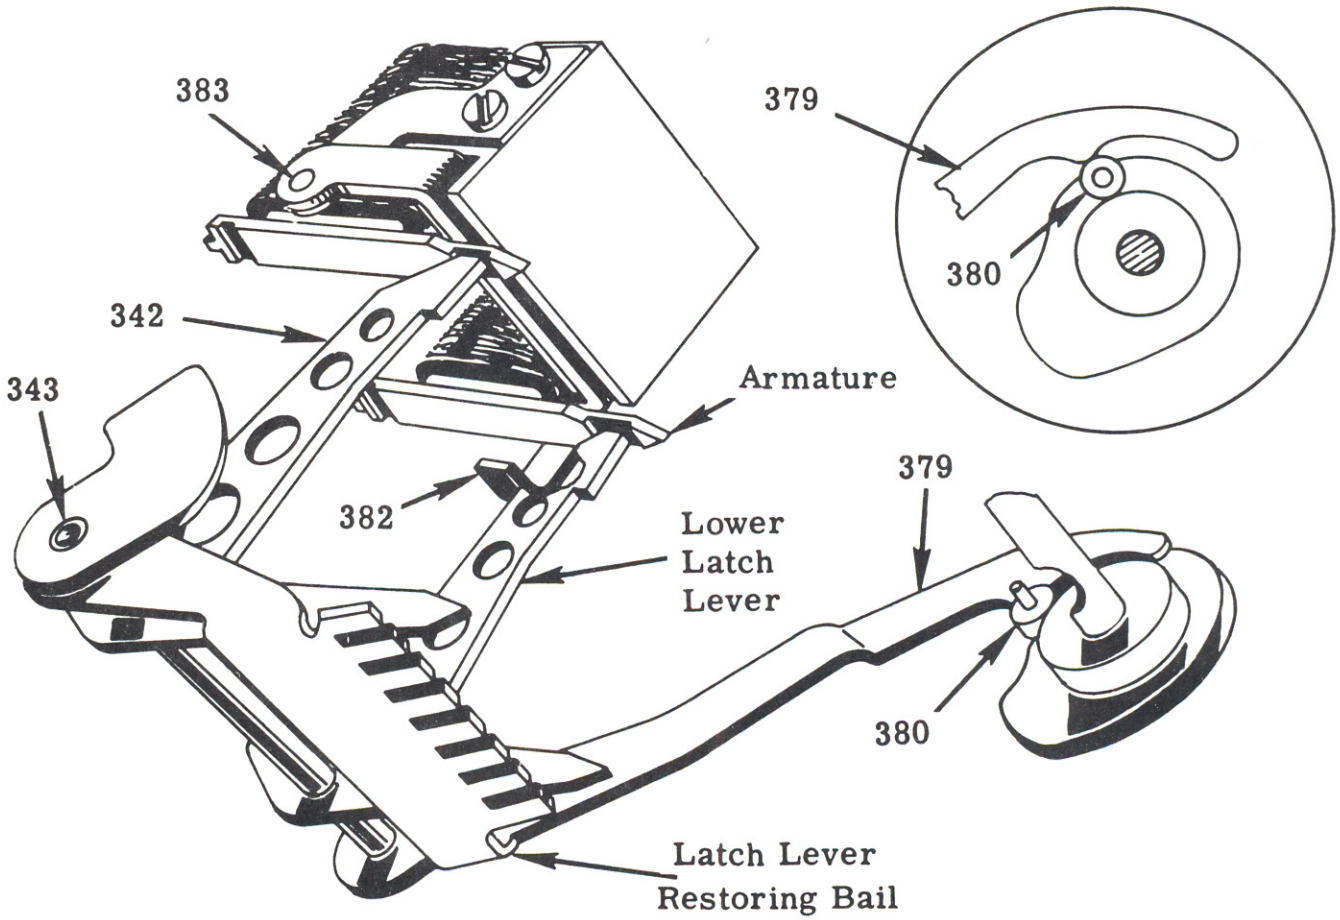

Figure 7 - Latch Lever Restoring
During the mid-part of the punch cycle (the latch lock bail (357) has moved back past the tip of the latch levers), the stud (380) engages the outer end of latch lever restoring bail (379), (Figure 7). This action pivots the restoring bail counter-clockwise on its pivot (343). Thus, the restoring bail engages all of the latch levers (342) and moves them counter-clockwise past their armature latching position. In so doing, the lower-most latch lever engages an arm of